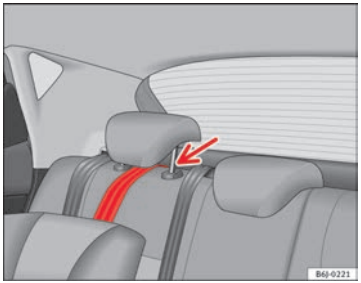

Fig. 36 Retainer strap: correct adjustment and fitting
– Guide the Top Tether fastening belt under the rear seat head restraint ⇒ Fig. 36 (lift the head restraint where necessary).